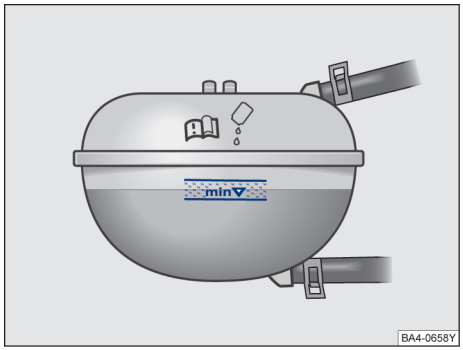

图 233 冷却液补偿容器上的液位标记
– 发动机处于冷态时检查冷却液液位是否处在膨胀罐侧面的标记范围内。→图 233